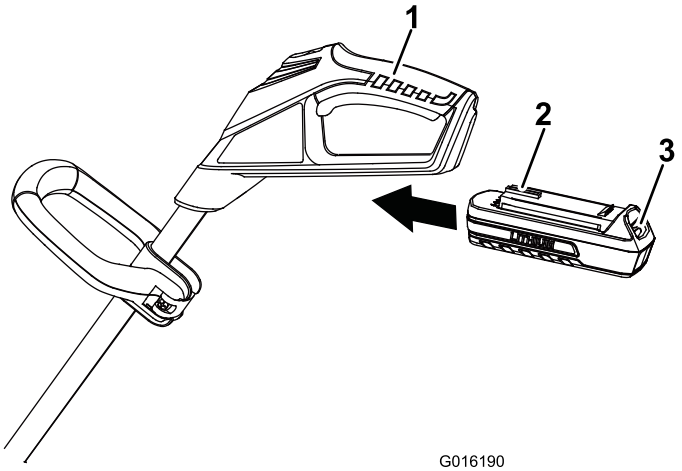

Figure 5
1. Alignez la languette de la batterie sur le creux dans le corps de la poignée (Figure 5).
2. Saisissez la poignée d'actionnement (Figure 5).